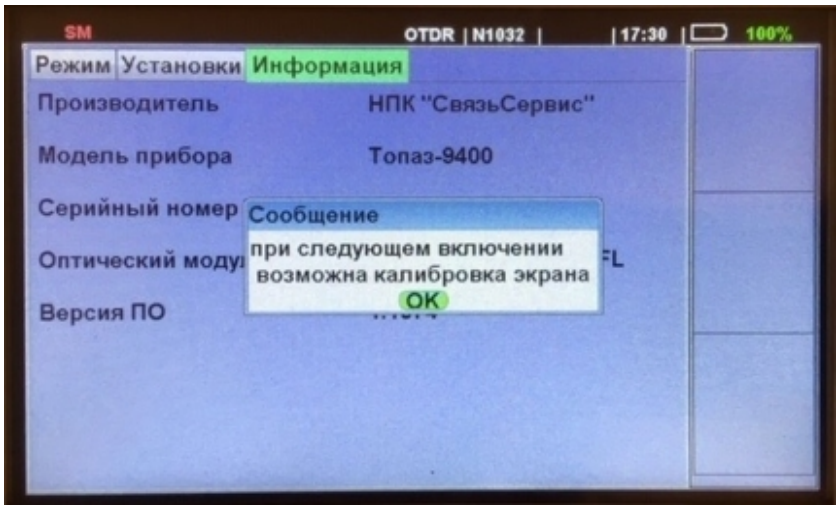

Рис.9.3. Сообщение о возможности калибровки экрана
2. Нажать и удерживать кнопку «F1» до появления сообщения «При следующем включении возможна калибровка экрана» (см. рис.9.3)